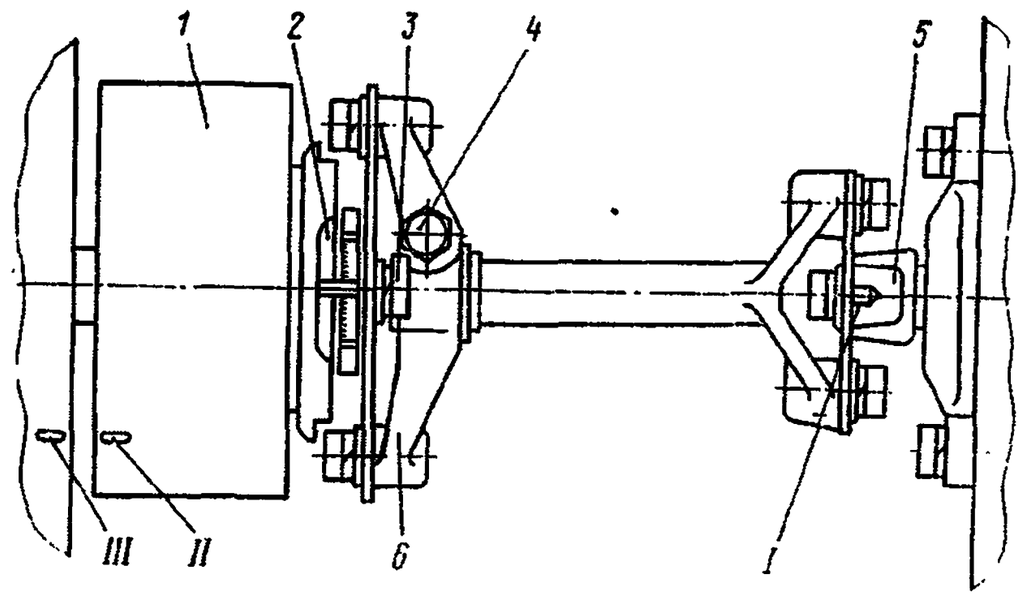

Рис. 7. Установка начала впрыска топлива в первом цилиндре двигателя по меткам:
14. Ослабьте болты *3* (рис. 7) крепления переднего фланца *6* ведущей полумуфты	Сменная головка 17 мм, вороток
18. Проверните коленчатый вал до положения, соответствующего началу впрыскивания топлива в первом цилиндре (фиксатор находится в зацеплении с маховиком, при этом метка *I* на заднем фланце *5* (см. рис. 7) ведущей полумуфты привода должна находиться вверху)	—